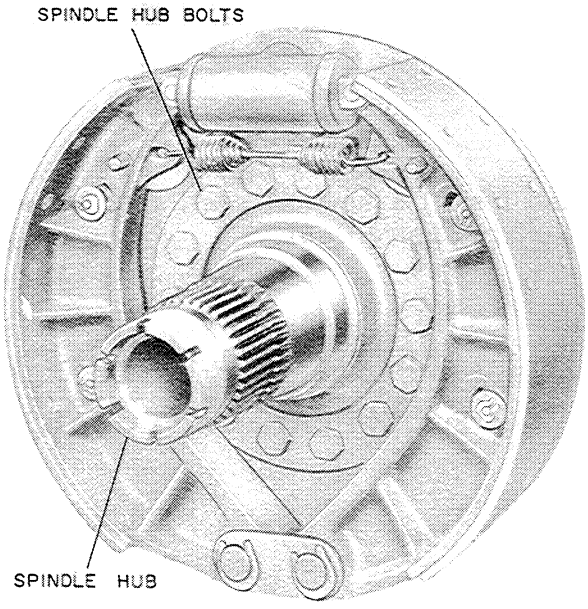

Figure U-52
1. Install the spindle hub bolts, lockwashers and nuts, Figure U-52. Torque the nuts to -